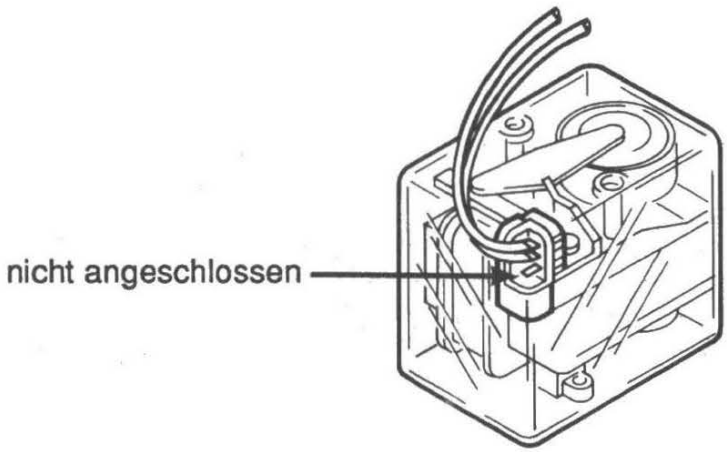

Fig 25 Anschlüsse an Kurbelinduktor
- Anschlüsse (je ca 20 cm) an den Lötösen des neuen Kurbelinduktors anlöten, siehe Fig 25